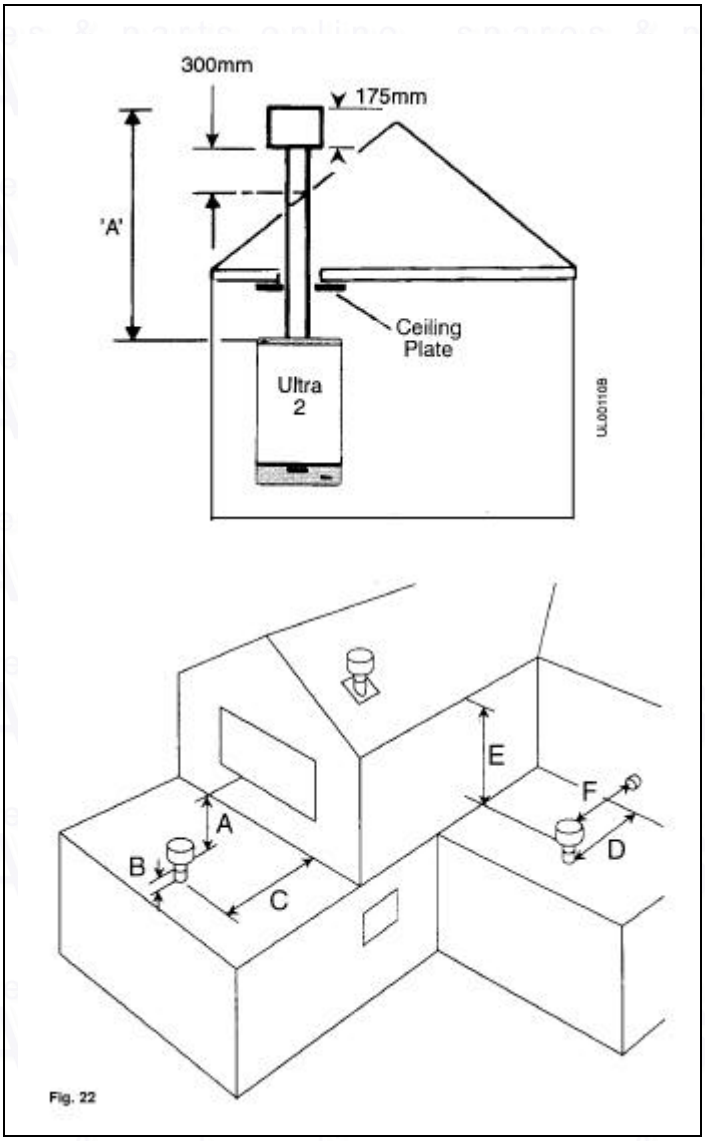

Fig. 22
9. Measure from the top of the boiler to the proposed terminal position to obtain dimension ‘A’ - See Fig. 22. The bottom of the flue terminal cowl MUST be at least 300 mm above the inter-section of the roof and flue, this will ensure adequate clearances for the safe operation of the boiler. From dimension ‘A’, determine the number of flue extensions required, if any, and cut the flue tubes to the required length. Ensure that the tubes are cut square. Remove all burrs.